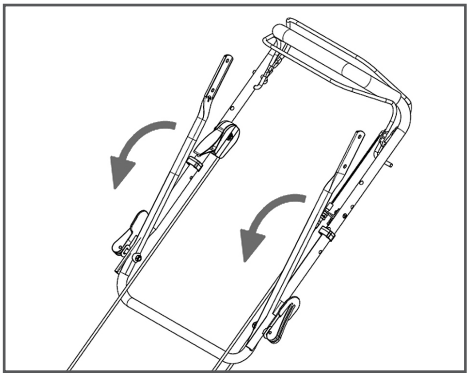

Рис. 3 Сборка рабочей рукоятки
3. Разложите рабочую рукоятку и затяните эксцентриковые рычаги (Рис. 3).